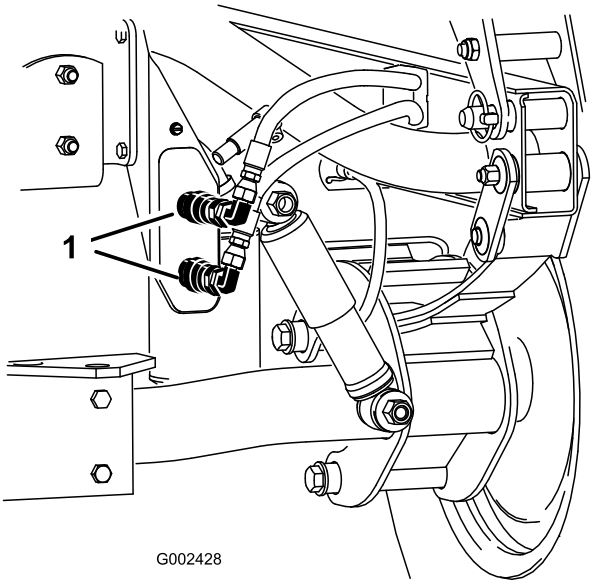

Figuur 79
- Maak de twee slangen met snelkoppelingen op beide voertuigen los van de slangen die zijn bevestigd aan de beugel van de koppeling (Figuur 79).